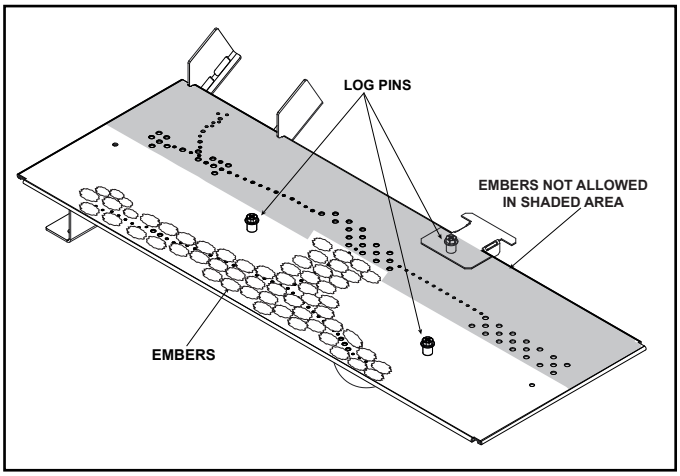
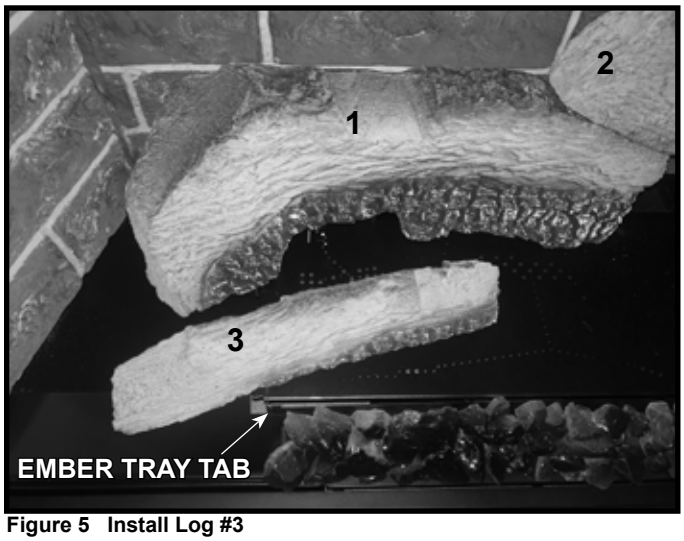
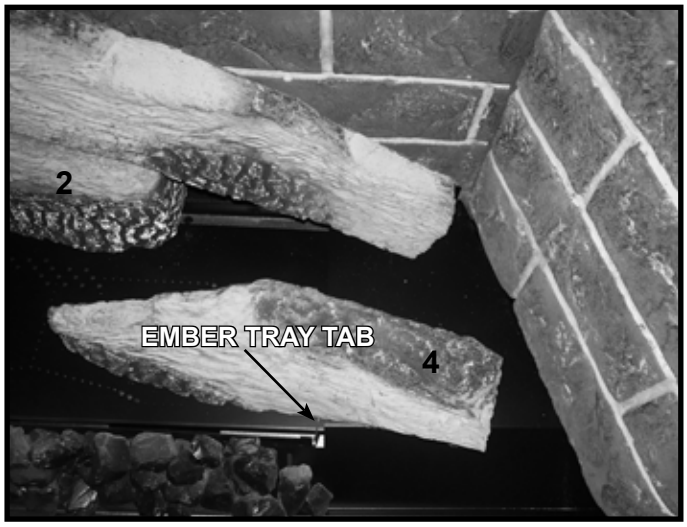

Figure 2 Log Pin and Glowing Ember Locations
Figure 5 Install Log #3
Figure 6 Install Log #4
1. **LOG #1:** Locate and install the Log #1 by installing the right end of the log over the rear log pin. See Figure 2 for log pin locations. Then rotate the left end of the log until it contacts the rear refractory panel. See Figure 3.
3. **LOG #3:** Locate and install Log #3 by installing the "right" end of the log over the left burner pin and pressing "down" to engage log pin. See Figure 2 for log pin locations. Rotate Log #3 counterclockwise until it contacts the ember tray tab as shown in Figure 5.
4. **LOG #4:** Locate and install the Log #4 by installing the "left" end of the log over the right log pin and pressing "down" to engage the log pin. See Figure 2 for log pin locations. The face of the log should contact the right ember tray tab. See Figure 6.
5. Locate the glowing embers and install them as shown in Figure 2. Do not install any glowing embers on the back row of burner ports. Glowing Embers can be placed directly over burner ports. However, for optimal front flame height place embers around burner ports.